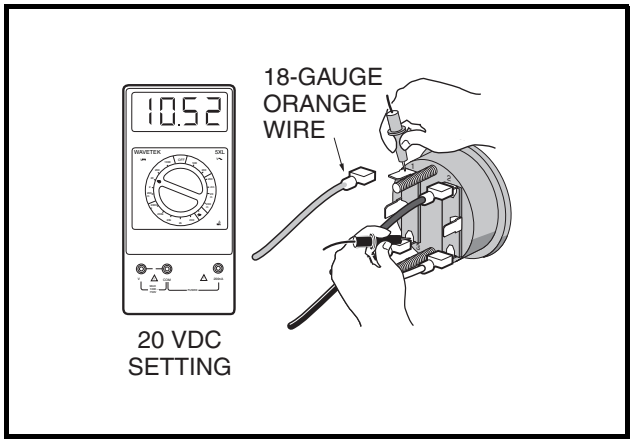

Figure 11-41 Fuel Gauge Voltage Test
8. The orange wire should remain disconnected for this step. With the black probe still on the terminal (3) of the fuel gauge/hour meter, place the red (+) probe of the multimeter on the (1) terminal of the fuel gauge/hour meter. The voltage reading should be the same as the full battery voltage reading obtained in step 4. If the reading is incorrect, replace fuel gauge/hour meter **(Figure 11-41, Page 11-39)**.